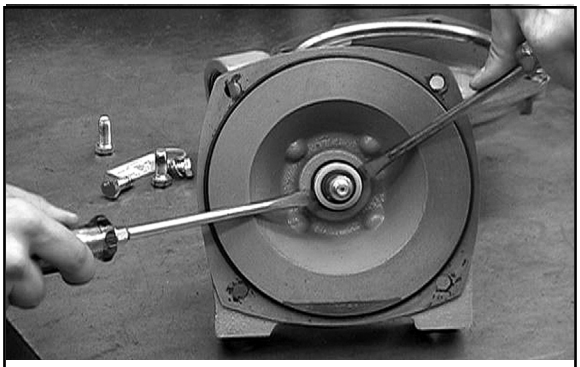

**Figure 8**
1. Lightly lubricate the Shaft for easier removal of the Seal. Using two screwdrivers positioned opposite each other, pry the rotary portion of the Seal from the Shaft (See Figure 8).